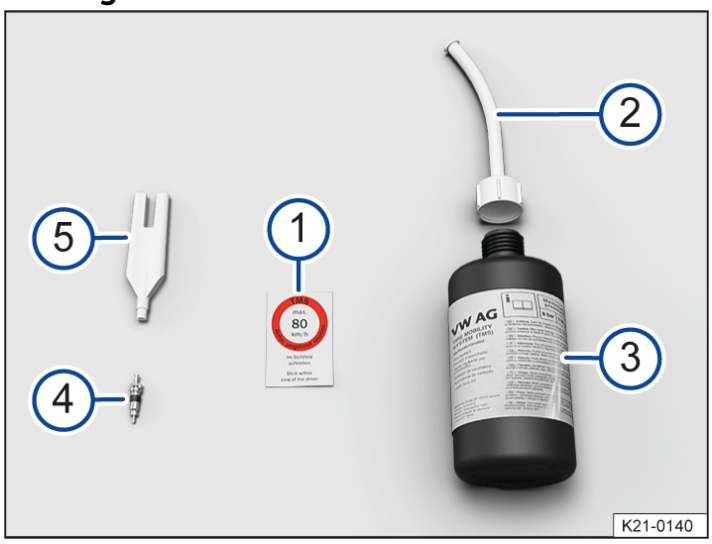

Fig. 1 Components of the tire mobility set (general example).
The valve insert tool → *fig. 1* (5) has a slot on the bottom end where the valve insert will fit. Only in this way can the valve insert be removed from the tire valve and reinstalled. This also applies to the replacement valve insert (4).
1. Stick the label from the tire mobility set → *fig. 1* (1) in the field of vision of the driver on the instrument panel.
3. Use the valve insert remover → *fig. 1* (5) to remove the valve insert from the tire valve and place it on a clean surface.
4. Shake the tire inflation bottle → *fig. 1* (3) vigorously back and forth a few times.
5. Attach the tire inflation hose → *fig. 1* (2) to the tire inflation bottle by screwing it on firmly in a clockwise direction. This automatically tears the film on the seal.
6. Remove the sealing plug from the tire inflation hose → *fig. 1* (2) and insert the open end fully onto the tire valve.
9. Use the valve insert remover to screw the valve insert→ *fig. 1* (5) back into the tire valve.